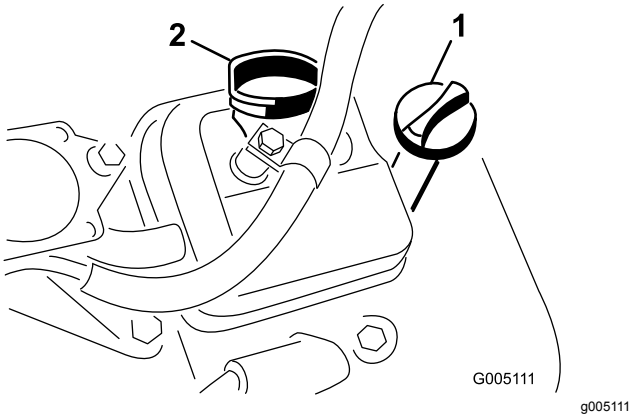

Figur 32
3. Sæt målepinden ned i målepindsrøret, og skru den ind i røret (Figur 32).